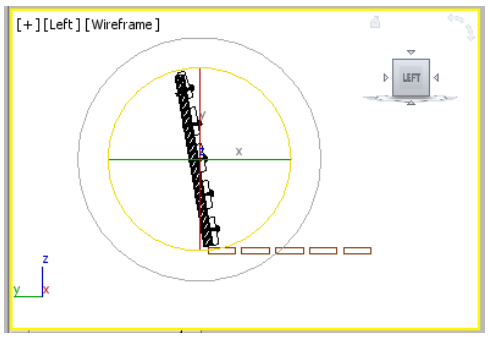

Figure 2-81 *Rotating back support in the Left viewport*
2. Move the cursor over the Z-axis, which is blue in color; the Z-axis turns yellow and becomes active. Now, press the left mouse button and drag the cursor counterclockwise to rotate the back support until the value in the **Z** spinner in the coordinate display becomes around **10**. Release the left mouse button; the *back support* group is rotated, as shown in Figure 2-81.